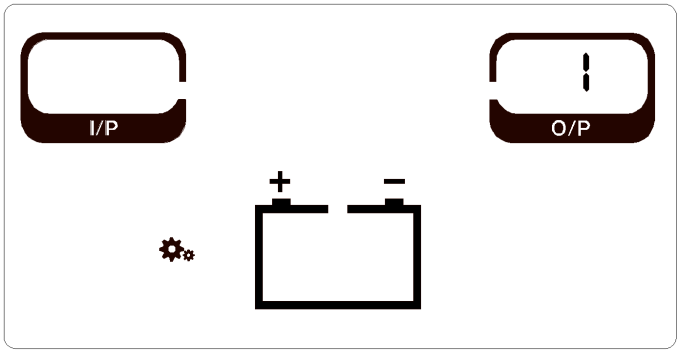

FIGURE 5-18 2 · ID, 1 to 32
10. ID: use **1** (Figure 5-18). Press ON/OFF.